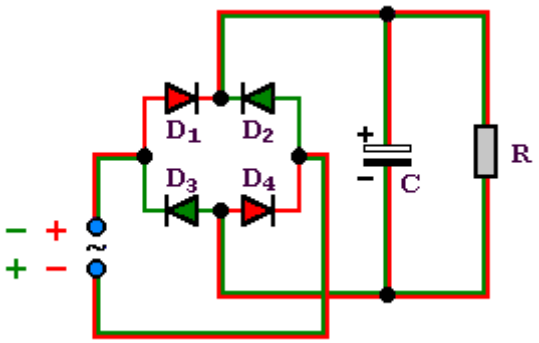

Abb. 1: Zweiweggleichrichter
b. Verfolgen Sie den Weg des Stromes durch das Diodenquartett während der beiden Halbphasen der Wechselspannung (s. Abb. 1). Erklären Sie, warum am Ausgang eine Gleichspannung vorliegt.